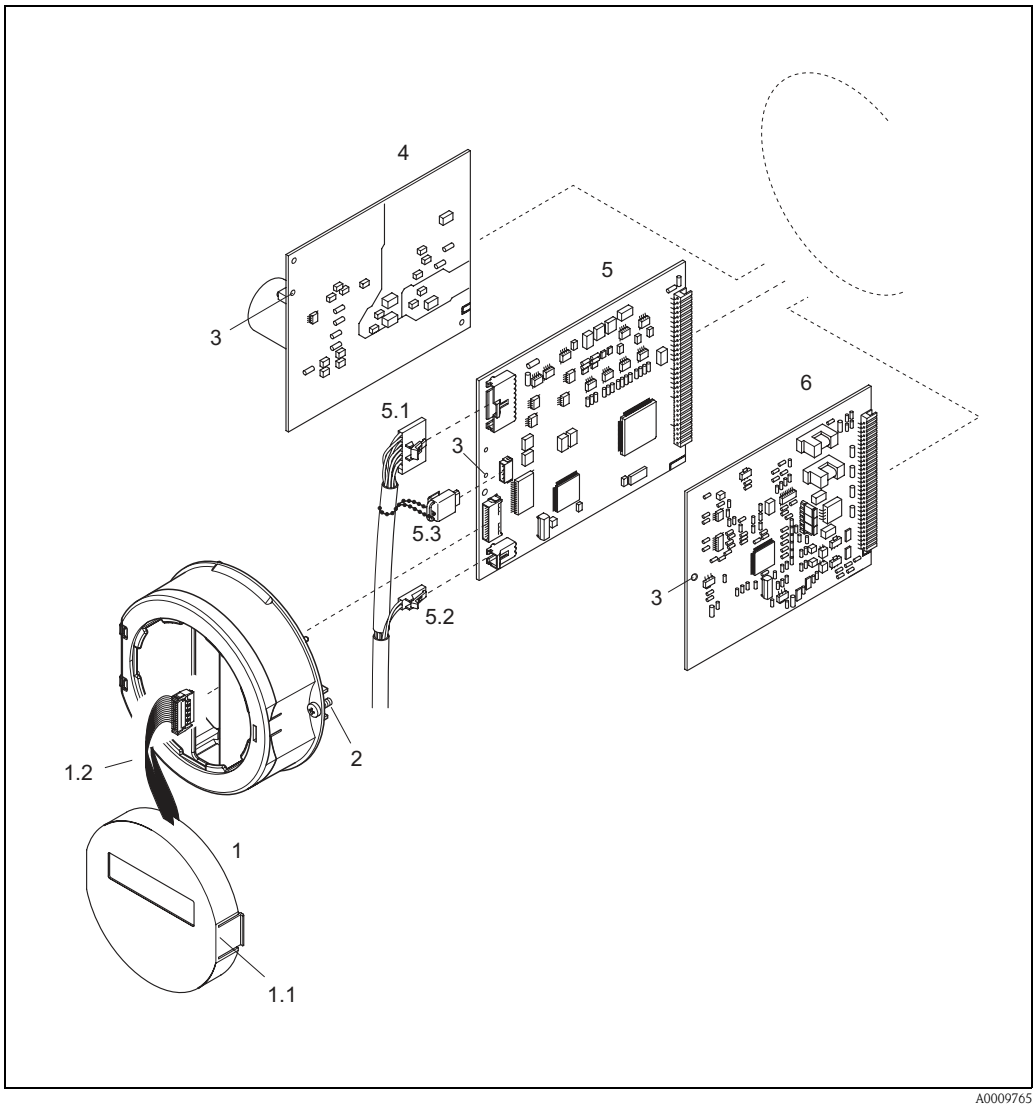

Fig. 20: Removing and installing printed circuit boards
1. Unscrew cover of the electronics compartment from the transmitter housing (see Fig. 20).
2. Remove the local display (1) as follows:
3. Remove the screws and remove the cover (3) from the electronics compartment.